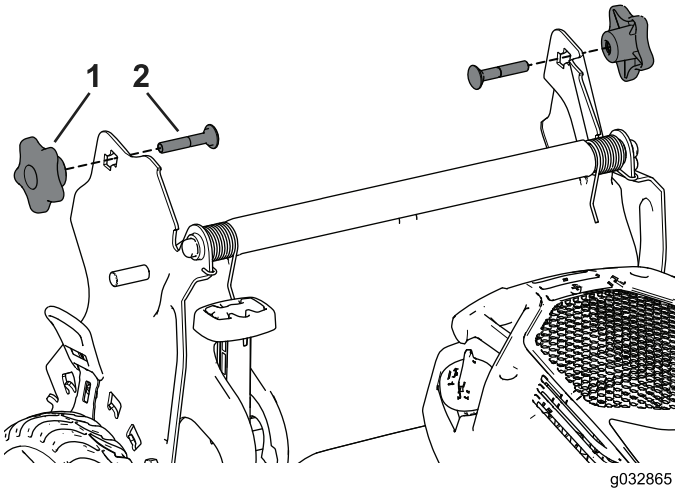

Figuur 29
3. Steek de slotbout (met de boutkop naar de binnenkant gericht) door de handgreep en de bovenste opening in het handgreepuiteinde. Trek aan de knoppen totdat de vierkante randen van alle slotbouten goed in de bijbehorende vierkante openingen passen (Figuur 29).